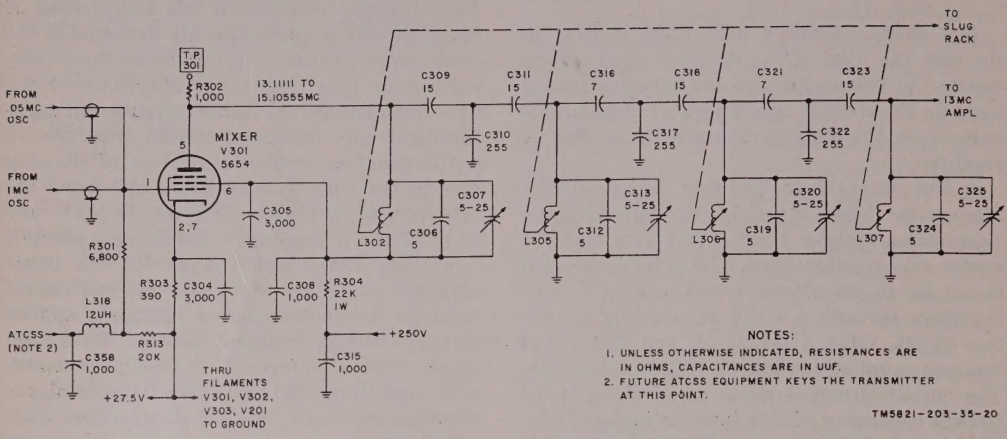

Figure 6. Mixer V301, simplified schematic diagram.
(fig. 6)
a. First tripler V303 is operated class C. Cathode bias is developed across cathode resistor R311 (shunted by bypass capacitor C354), and current flowing through grid resistors R309 and R310 develops grid leak bias. This combination bias and the amplitude of the input signal set an operating point for the tube which produces maximum third harmonic output. Capacitor C345 bypasses unwanted signal voltages and prevents them from developing across resistor R310 which acts as a meter shunt for test point T.P.302. Test point T.P.302 provides for the connection of an ammeter when troubleshooting, and for use while adjusting inductors L302, L305, L306, L307, L310, L311, and L312 (fig. 6 and 7).